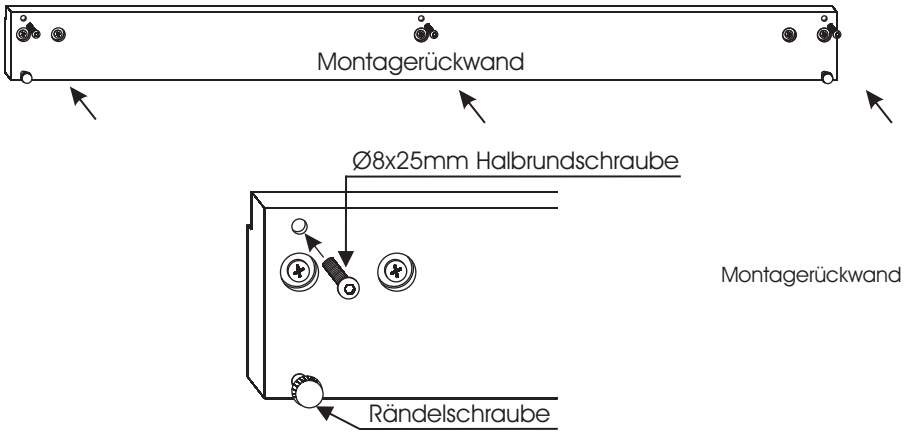

Abb. 4
8. Drehen Sie in die oberen Bohrungen die M8x25mm Halbrundkopfschrauben ein. Die Schrauben dürfen nicht in den Falzbereich hineinreichen. (Abb. 4)